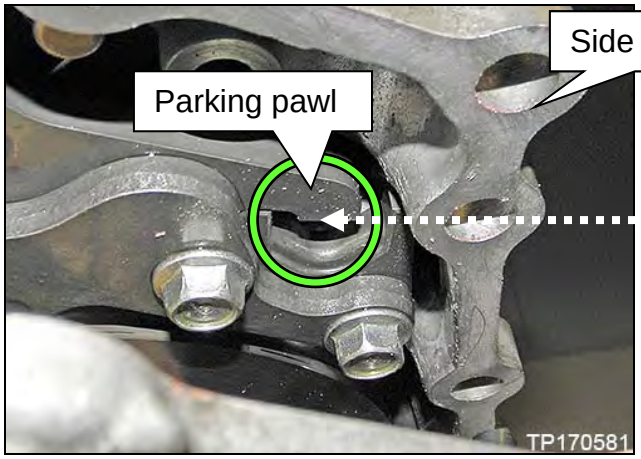
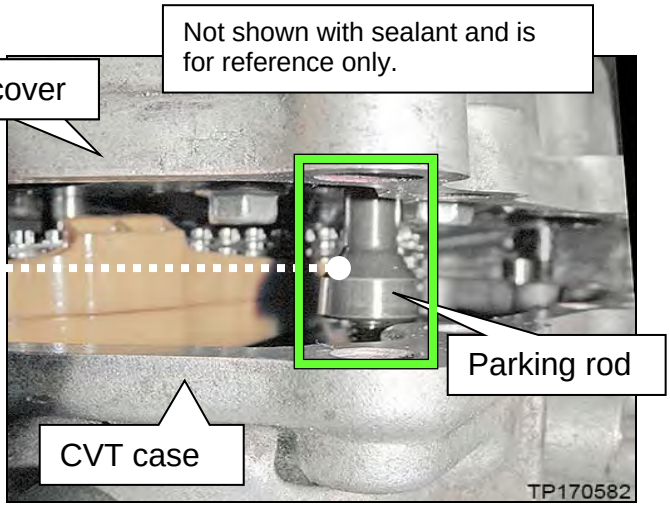

Figure 14F
Figure 15F
- See Figure 14F on page 52.
b. Use a magnet, or similar tool, to align the park rod in the CVT case (▯ in Figure 15F) with the opening in the parking pawl (○ in Figure 14F) in the side cover.